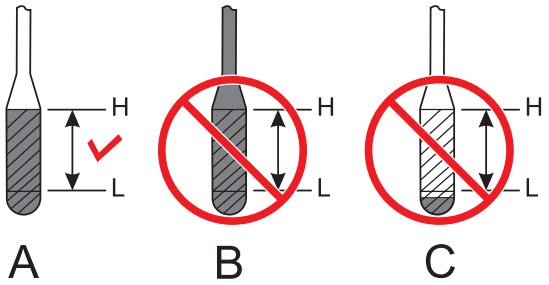
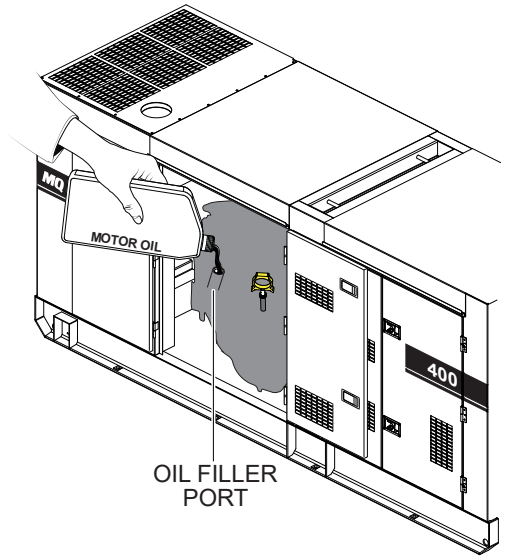

Figure 26. Engine Oil Dipstick
Figure 27. Engine Oil Filler Port
3. Reinsert the dipstick, then remove the dipstick from its holder. Check the oil level shown on the dipstick (Figure 26).
4. Verify that the engine oil level is maintained between the H and L markings on the dipstick as shown in Figure 26**A**.
5. If the engine oil level is low (Figure 26**C**), remove the cap from the **oil filler port** (Figure 27) and fill to a safe operating level (max) as indicated by the dipstick (Figure 26**A**). Fill with the recommended oil type listed in Table 9. Maximum oil capacity is 15.1 gallons (57 liters).
> When adding engine oil, **DO NOT** overfill (Figure 26**B**).